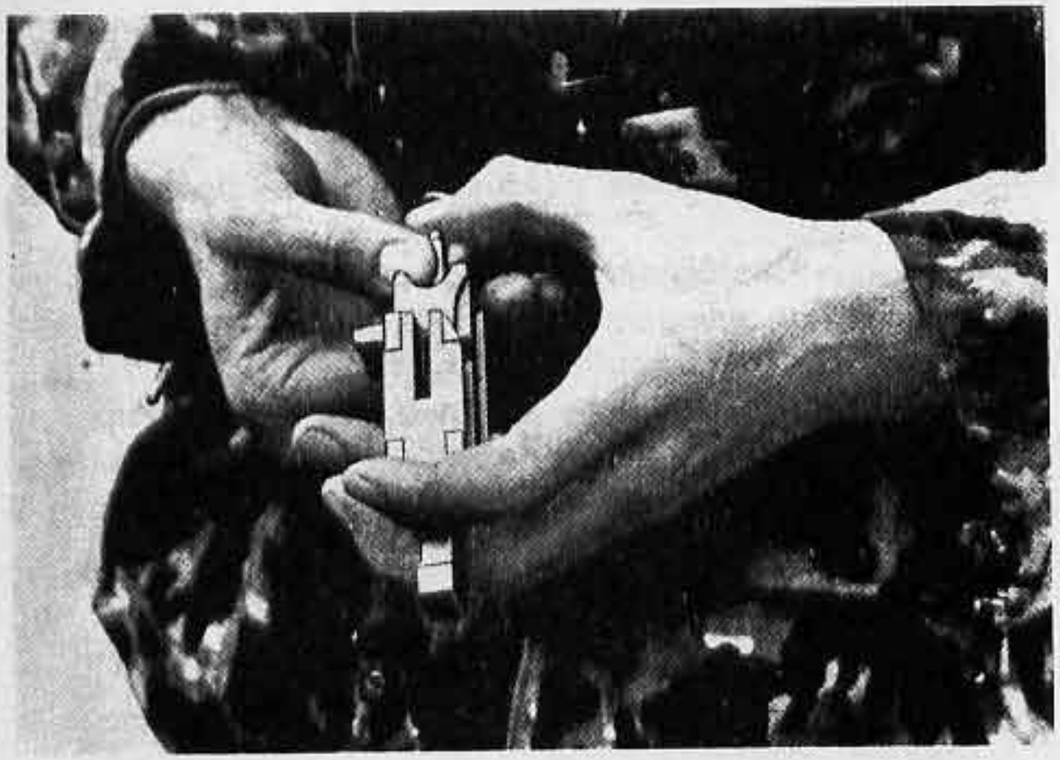

fig 27
- Pousser le percuteur avec la goupille de la tête de culasse dans sa position terminale antérieure (fig 27)